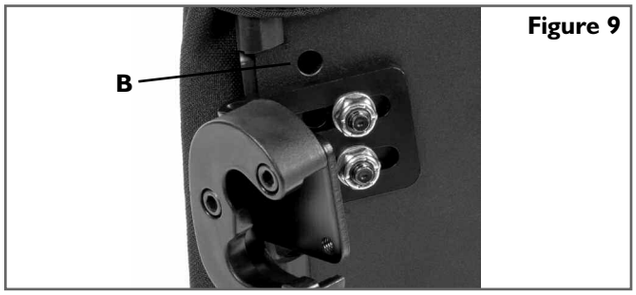
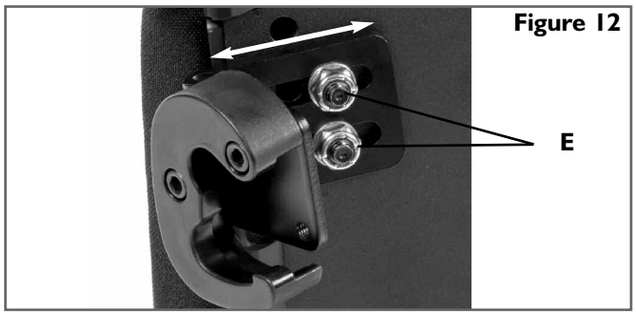

Figure 9
Figure 12
If additional height is needed, change the position of the shell-side hardware by loosening nuts (Fig. 12-E) and placing upper or lower hardware in optional holes (Fig. 9-B). Securely tighten the chair-side mounting hardware. The recommended torque specification is 75 - 85 in-lbs (8.5 - 9.6 Nm). Reattach back shell to chair side mounting hardware.
3. Width Adjustment (Fig. 12)
1. Loosen nuts (Fig. 12-E) using a 7/16” wrench.